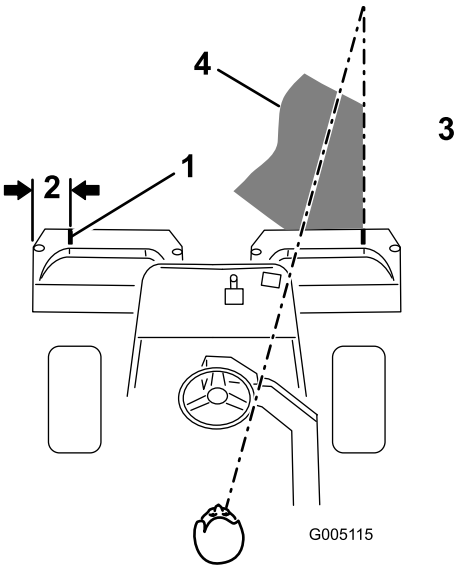
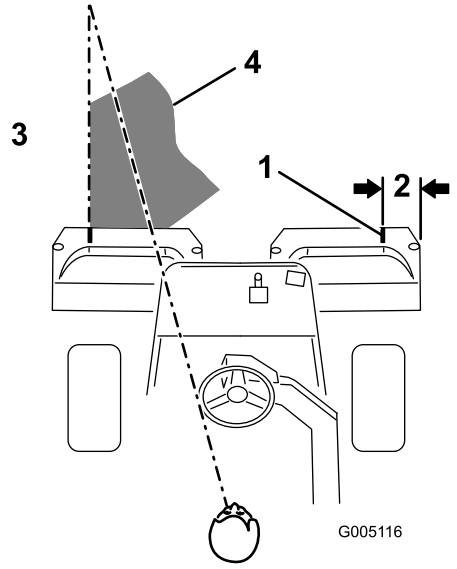

Figur 42
Figur 43
2. Fest en hvit tape eller mal en hvit stripe som løper parallelt med den ytre kanten på hver kurv (Figur 42).
3. Overlapp den forrige retursnarveien minimalt. For at du skal klippe i en rett linje over greenen og holde maskinen på lik avstand fra kanten på den forrige lengden du klippet, må du lage deg en siktelinje på ca. 1,8–3 m fremfor maskinen til kanten på den delen av greenen du ikke har klippet enda (Figur 42 og Figur 43). Noen synes at det hjelper å inkludere den ytre kanten på styrehjulet som en del av siktelinjen, dvs. holde kanten på styrehjulet i en rett linje i forhold til et punkt som alltid har samme avstand til fronten på maskinen (Figur 42 og Figur 43).